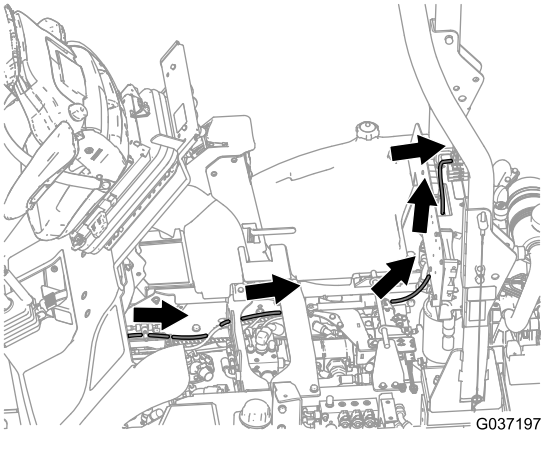

Figur 32
6. Før ledningen rundt plattformens omdreiningspunkt og tilbake til sikringsboksområdet (Figur 32).